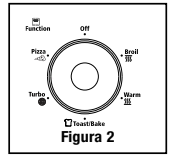

Figura 2
1. **Perilla de control de temperatura –** Ajusta el termostato a la temperatura deseada. (Ver la Figura 2)